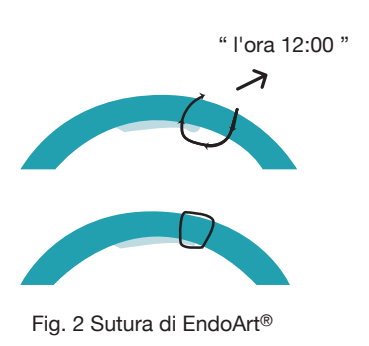

Fig. 2 Sutura di EndoArt®
20. Suturare l'impianto (sutura singola, non assorbibile, perpendicolare al centro esattamente a ore 12, secondo la Fig. 2). L'orientamento perpendicolare della sutura è importante per prevenire il decentramento. La sutura non verrà rimossa prima di 12 settimane a partire da quando l'impianto è chiaramente attaccato. Se ne raccomanda la rimozione prima di 6 mesi a decorrere dal momento in cui l'impianto è ben attaccato.